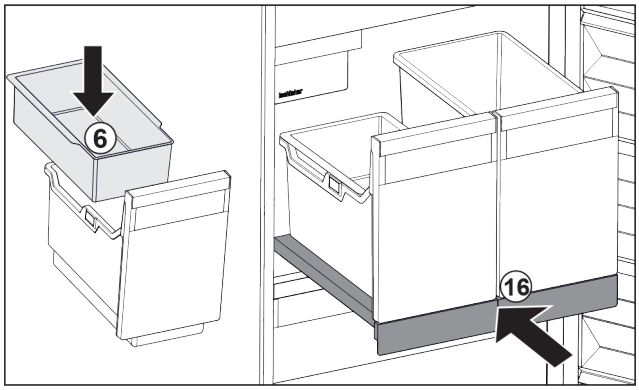

Fig. 106
▶ Einhängeschale *Fig. 106 (6)* für Eiswürfel einsetzen.
▶ Auszugsbord mit Behälter (IceTower) einschieben. *Fig. 106 (16)*